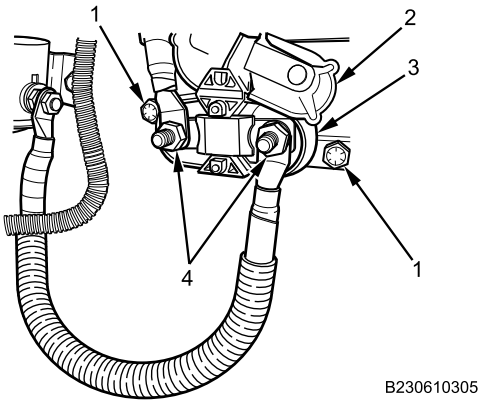

Figure 3. 24V Inverter Megafuse Holder.
1. Position 24V inverter megafuse holder (Figure 3, Item 3) to body, and install two nuts and bolts (Figure 3, Item 1) to secure to stowage bin. Tighten nuts securely.
2. Install megafuse in megafuse holder (Figure 3, Item 3) if removed.
3. Position cables to 24V inverter megafuse holder (Figure 3, Item 3), and install two nuts (Figure 3, Item 4). Tighten nuts securely.
4. Pull cover (Figure 3, Item 2) over inverter megafuse holder (Figure 3, Item 3).